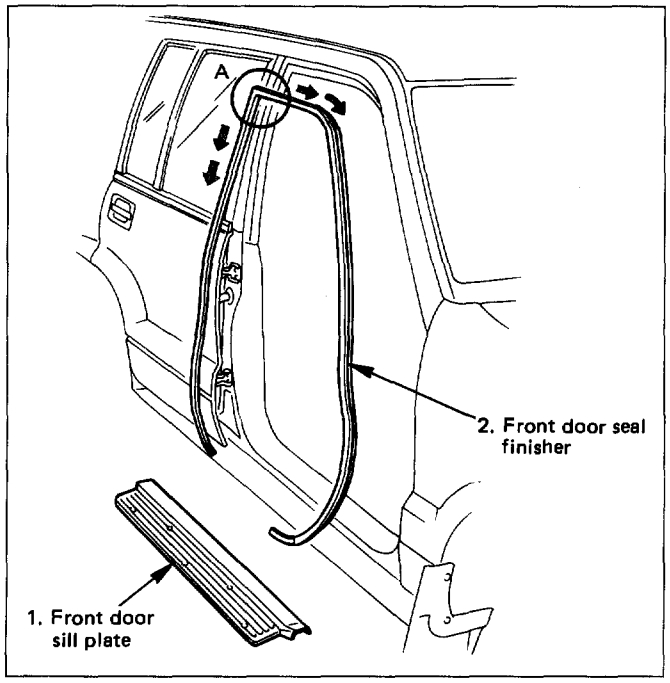

Fig. 10-93
- Insert the finisher into the Ⓐ corner and install the finisher in the arrow-marked directions. (Fig. 10-93)